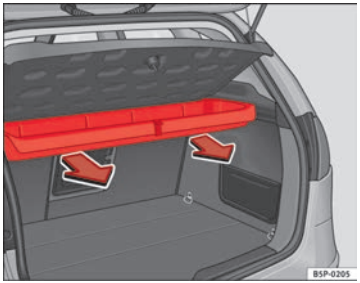

Fig. 124 Removing storage compartment
– Pull outwards until the compartment is freed from the pivot point ⇒ Fig. 124.